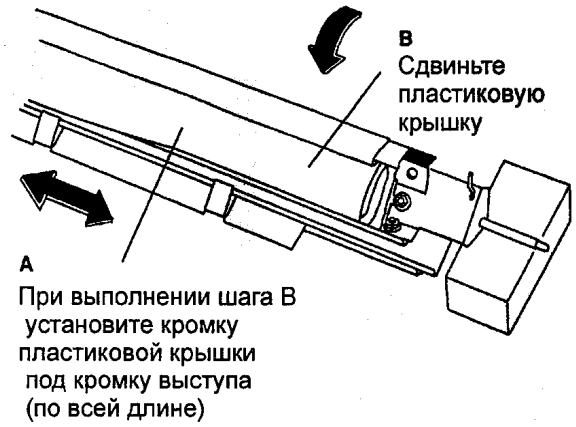

Рис. 4 Установка пластиковой крышки поверх масляных подкладок
3. (РИС. 4): УСТАНОВИТЕ ПЛАСТИКОВУЮ КРЫШКУ ПОВЕРХ МАСЛЯНЫХ ПОДКЛАДОК.